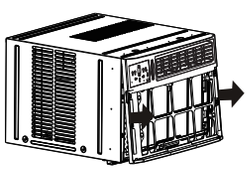
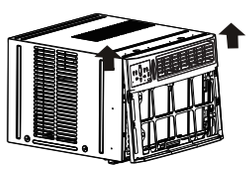

Fig.3
Fig.3A
4. Poussez le côté de l'armoire en métal pour libérer les attaches en plastique de chaque côté du panneau avant (voir Fig.3). Soulevez délicatement le panneau avant de l'unité (voir Fig.3A).